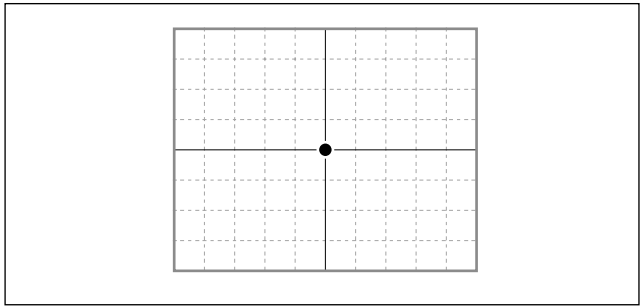

Fig. 4-3
③ Set the TIME/DIV switch of the oscilloscope to the X-Y mode.
④ Set the deviation sensitivity (VOLTS/DIV) of CH1 and CH2 of the oscilloscope to 500 mV/DIV.
⑤ Set the input coupling switches of CH1 and CH2 of the oscilloscope to DC.
⑥ Set the offset of CH1 and CH2 of the oscilloscope to 1.3 V. (Fig. 4-3)